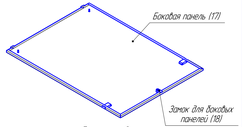

Рисунок 2
Установите на боковые панели (17) замок для боковых панелей (18) рис.2